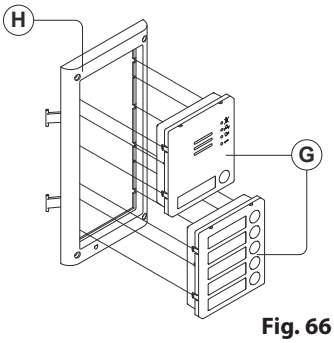
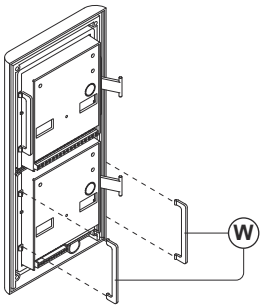

Fig. 66
Fig. 67
4. Before installation of the module support frame, hook the modules Ⓖ to the support frame Ⓗ as shown in **Fig. 66** then, as shown in **Fig.67,** fit the two anti-tampering locks Ⓦ for each module (do the same for the second module support frame);